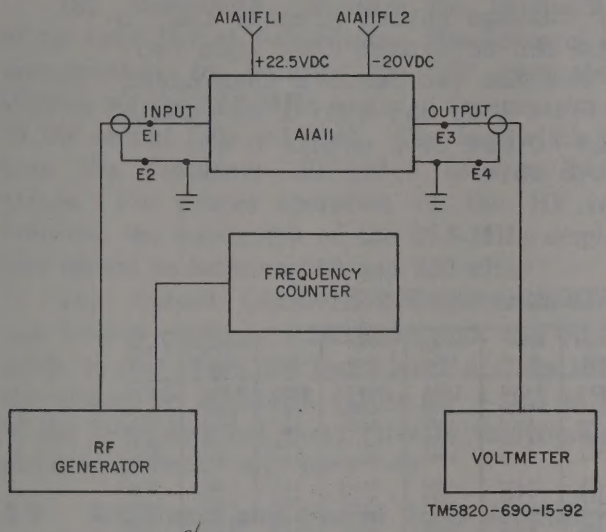

Figure 8-12. 37.5-MHz filter amplifier.
(1) Set up the test equipment as shown in figure 8-12.
(2) Connect and turn on power.